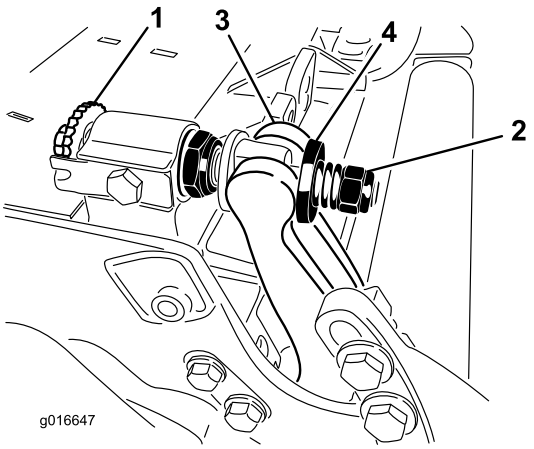

Rysunek 29
1. Przekręć śruby regulacyjne listwy noża dolnego w kierunku przeciwnym do kierunku ruchu wskazówek zegara w celu odsunięcia noża dolnego od bębna (Rysunek 29).
2. Odkręcaj nakrętkę naciągu sprężyny do momentu, gdy podkładka nie będzie już dociśnięta do noża dolnego (Rysunek 29).